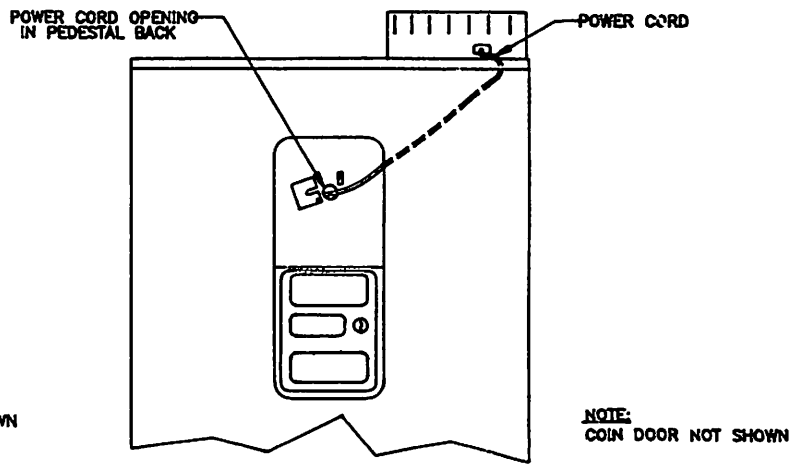

FIG. 3
C. Turn power cord hole cover to expose opening. See FIG. 3.